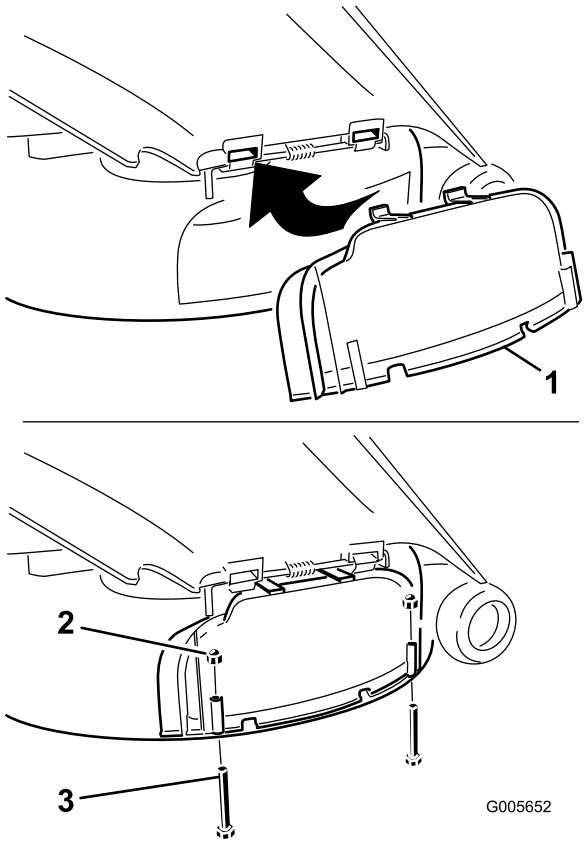

Figur 27
5. Drei utslippsdekslet ned over åpningen og ned på gressklipperens nederste kant (Figur 27).
6. Fest utslippsdekselet til nedre kant av gressklipperen med to bolter (1/4 x 2 1/2 tommer) og to rundmuttere (1/4 tomme) som vist i Figur 27.